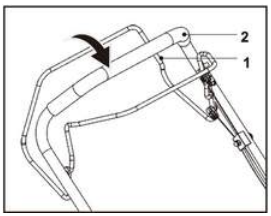

Abb. 13
1. Drücken Sie den Selbstantriebshebel (1) nach vorne und halten Sie ihn am oberen Griff (2), um die Hinterräder einzukuppeln (Abb. 13).
2. Lassen Sie den Selbstantriebshebel (1) los, um den Antrieb der Hinterräder auszuschalten.